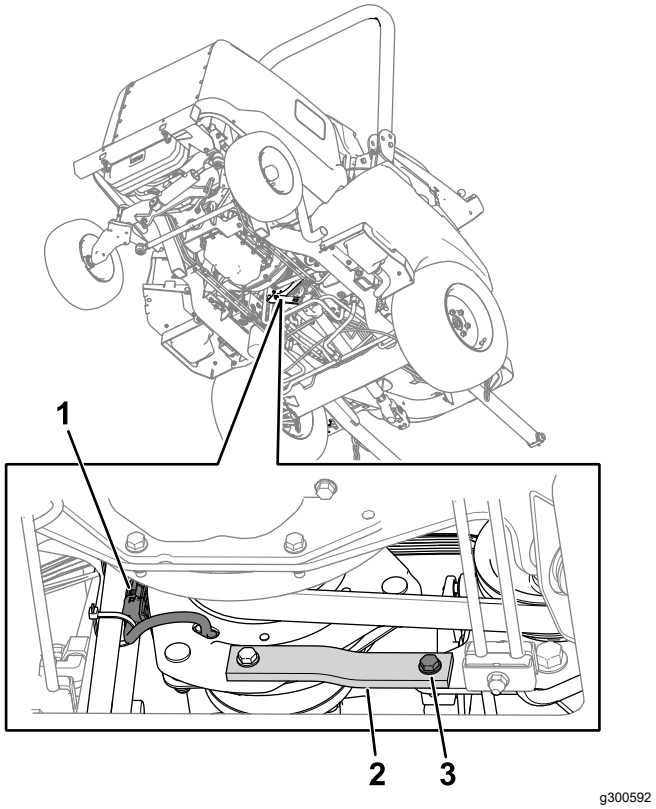

Bild 79
2. Ziehen Sie den Anschluss des Kabelbaums der Kupplung vom Maschinen-Kabelbaum ab (Bild 79).
3. Entfernen Sie die Schraube, Unterlegscheibe und Mutter von den Metall- und Gummibändern (Bild 79) am Rahmen.